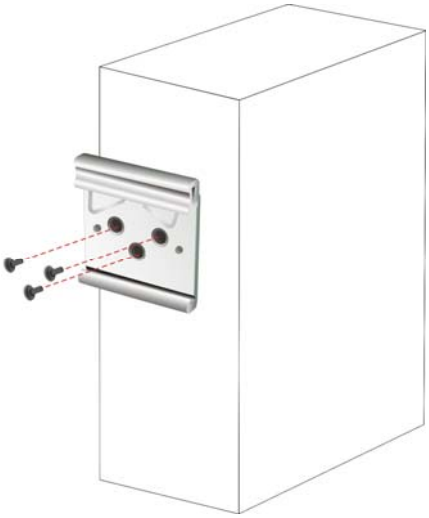

Figure 3-10: DIN Rail Mounting Bracket Installation
Step 1: Attach the supplied DIN rail mounting bracket to the rear panel of the embedded system. Secure the bracket to the embedded system with three retention screws (**Figure 3-10**).